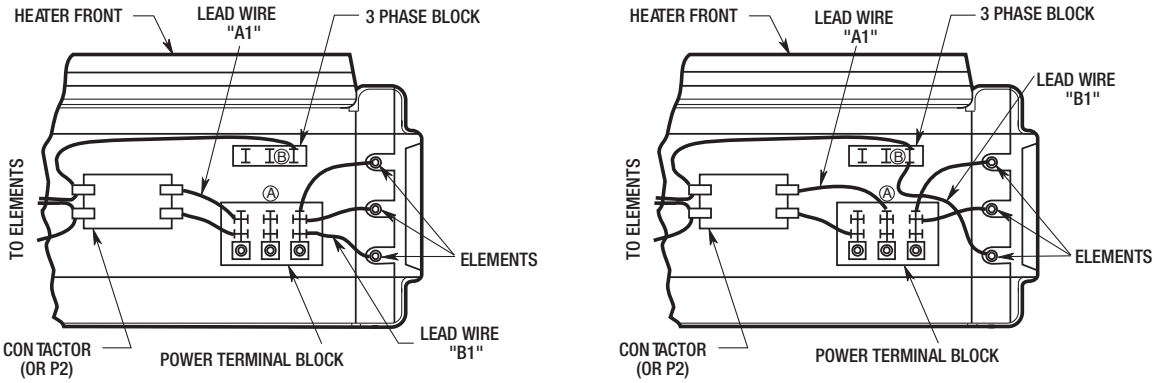
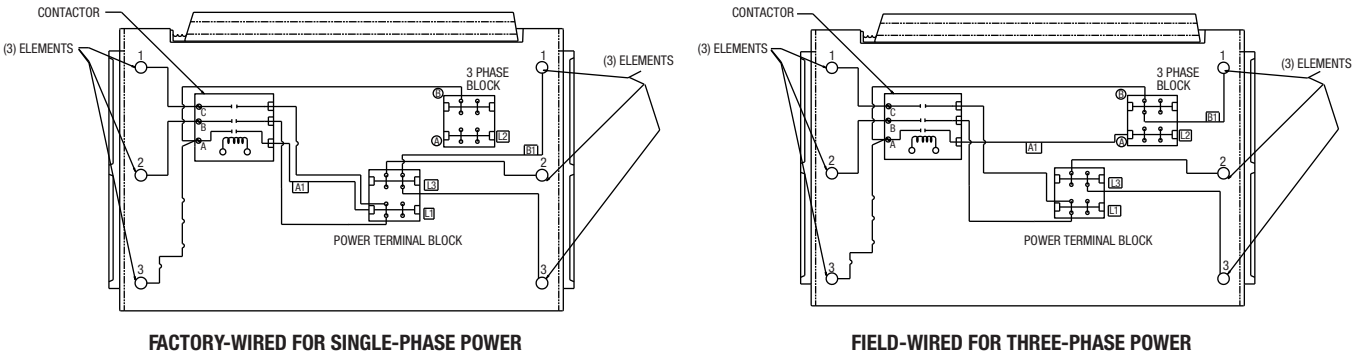

Figure 3a. Wiring Connections for Single-Phase and Three-Phase Power (HUHAA520FC, HUHAA524FC, HUHAA720FC)
Figure 3b. Wiring Connections for Single-Phase and Three-Phase Power (HUHAA724FC, HUHAA1020FC, HUHAA1024FC)
8. Single or three-phase power connections may be used with heater models HUHAA520FC, HUHAA524FC, HUHAA724FC, HUHAA1020FC, HUHAA1024FC, and HUHAA1520FC. These units are factory wired for single-phase operation. If these heaters are for use with three-phased power, reconnect the wires as indicated in the wiring diagram attached to the heater. Additional information can be found by looking at the wiring illustrations in Figures 3a and 3b and following the directions shown below.
On models HUHAA520FC, HUHAA524FC, HUHAA720FC, HUHAA724FC, HUHAA1020FC, and HUHAA1024FC. (Figures 3a and 3b), move only the two wires marked “A1”and marked “B1”; do not move or change any other wiring. The element lead wire marked “B1” which is factory connected to the power terminal block must be moved to terminal “B” on the three-phase terminal block.
For HUHAA724FC, HUHAA1020FC, and HUHAA1024FC, wire “A1” must be moved from the power terminal block to the “A” terminal of the 3-phase terminal block (Figure 3b). For HUHAA520FC, HUHAA524FC, and HUHAA720FC, wire “A1” must be moved to the “A” (middle) terminal of the power terminal block (Figure 3a).